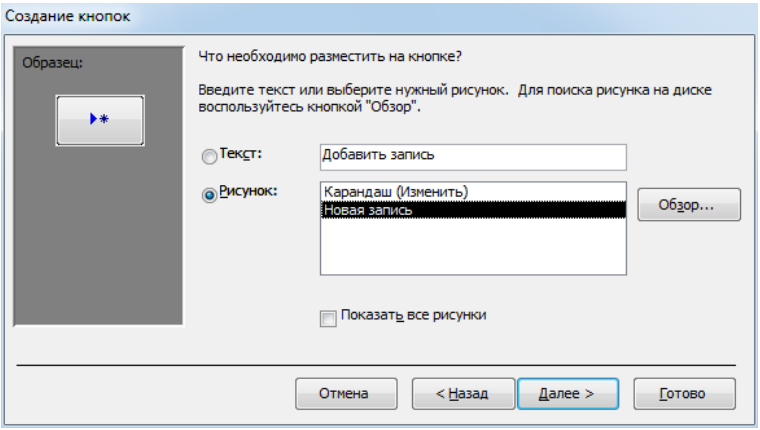

Рис. 3.11. Определение внешнего вида кнопки
10. Определяется подпись или рисунок на кнопке (рис. 3.11).